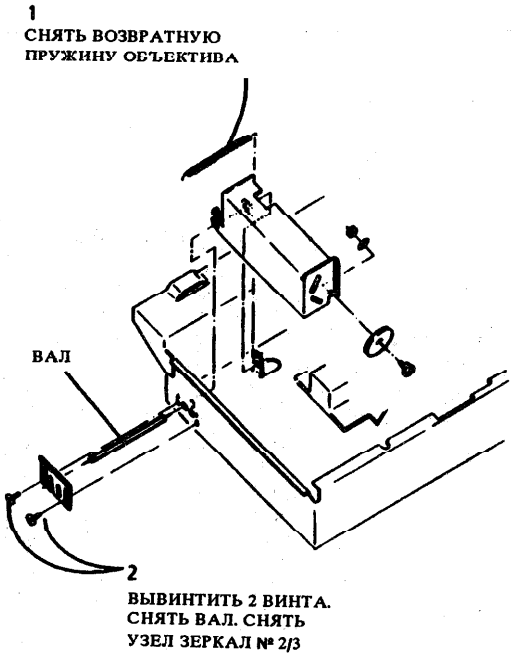

Рис. 2. Снятие узла зеркал № 2/3
3. (Рис. 2): Снять узел зеркала № 2/3.